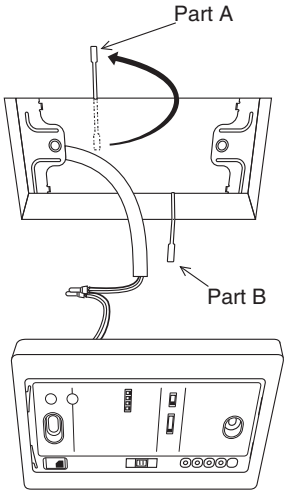
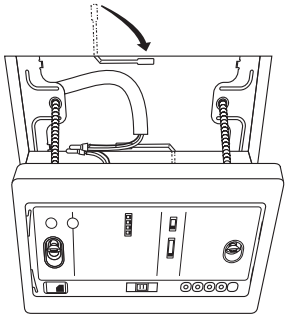

Fig. 3-30
Fig. 3-31
(4) Bend parts A and B of the metal fitting so they hold onto the ceiling firmly. (Fig. 3-30)
(5) Connect the receiver's wiring (2 cores) with the wiring from the indoor unit. (Refer to the chapter on wiring the receiver) When wiring receivers, be sure to double-check the terminal numbers of the indoor unit before connecting them so there are no mistakes in the wiring. (Damage will occur if high voltage [e.g. supply voltage] is applied)
(6) Adjust the enclosed spacers so they are several millimeters thicker than the ceiling material and hold the receiver in place temporarily with the 2 enclosed small screws. (M4 X 40)
(7) Bend parts A and B back so they fit in the opening and are in the gap between the surface of the ceiling and the receiver; then tighten the screws. Do not use too much force when tightening the screws. Doing so may warp or damage the case. Move the receiver by hand and check that it can move just a little. (Fig. 3-31)
(8) Attach the face plate.